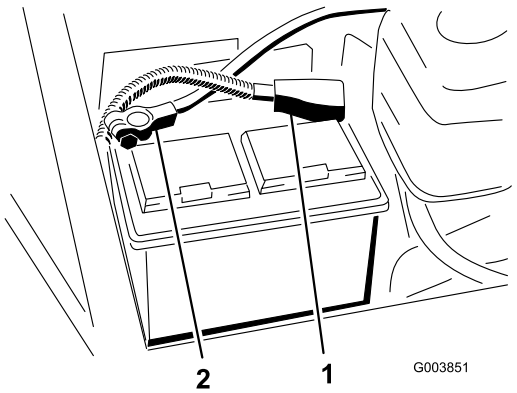

**Figuur 2**
2. Zorg ervoor dat de accu goed bevestigd is en controleer dat de accu is opgeladen met een hydrometer. Als de accu moet worden opgeladen, zorg dan ervoor dat de positieve (+) kabel, is losgekoppeld van de accu voordat u de acculader aansluit (Figuur 2).